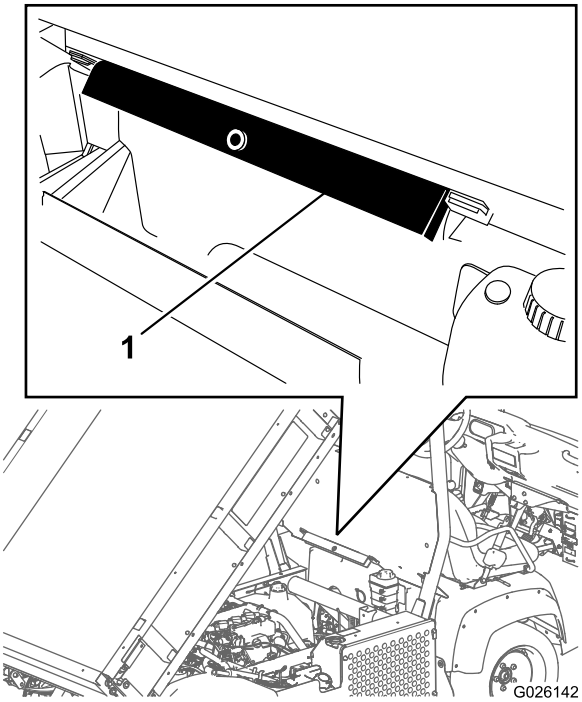

**Figur 30**
2. Fjern støtten til planet fra lagringsbrakettene på baksiden av veltebøylepanelet (Figur 30).